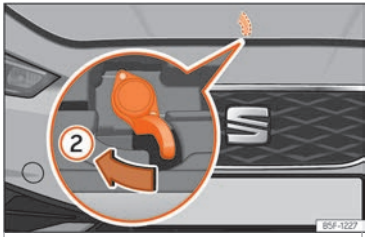

Fig. 222 Palanca bajo el capó.
- Para levantar el capó haga presión hacia la izquierda con la palma de la mano hacia abajo en la palanca situada debajo del capó, en el centro ››› fig. 222 ②. Los ganchos de sujección quedan desbloqueados.